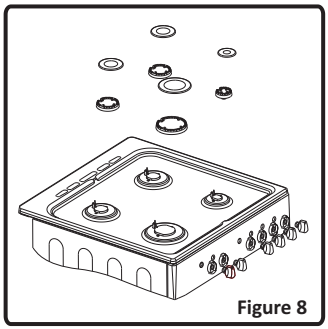

Figure 8
- Retirez le chapeau de brûleur et le brûleur supérieur (Figure 8).